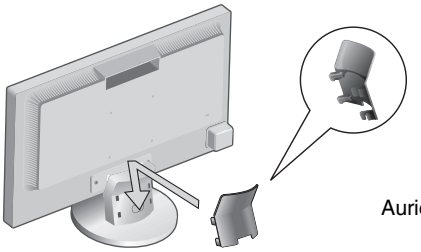

Figura C.1
4. Conecte un extremo del cable de alimentación al monitor y el otro a la toma de corriente. Introduzca el cable de señal de vídeo y el de alimentación en el pasacables (**figura C.1**).